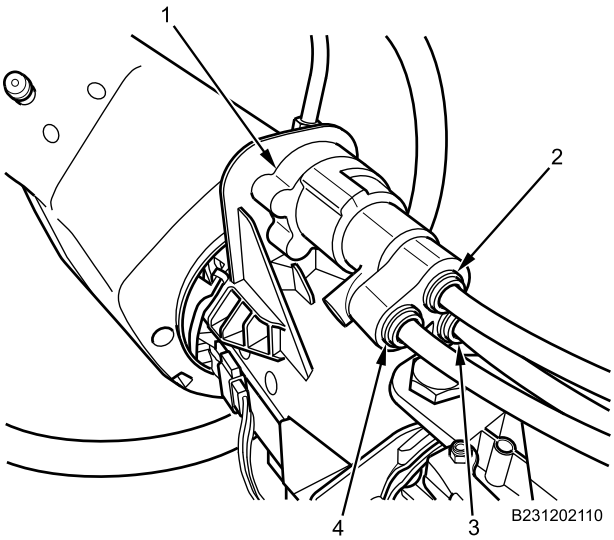
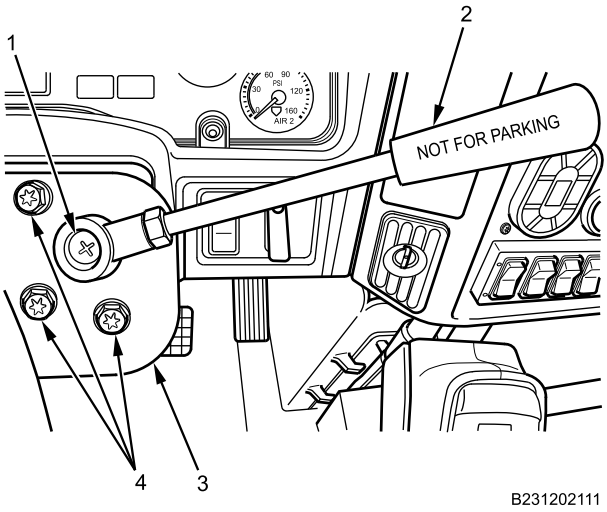

Figure 1. Trailer Control Valve Air Lines.
Figure 2. Trailer Control Valve Handle and Mount.
1. Disconnect GREEN supply air line (Figure 1, Item 2), GREEN delivery air line (Figure 1, Item 4), and BLACK exhaust air line (Figure 1, Item 3) from trailer control valve (Figure 1, Item 1).
2. Remove trailer control valve handle screw (Figure 2, Item 1) and trailer control valve handle (Figure 2, Item 2) from trailer control valve (Figure 1, Item 1).
3. Remove three trailer control valve mounting screws (Figure 2, Item 4) from steering column (Figure 2, Item 3) and remove trailer control valve (Figure 1, Item 1).